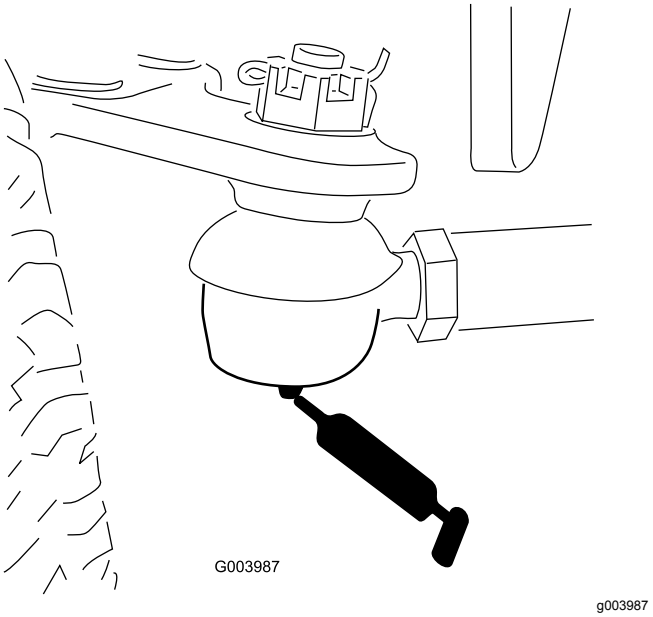

Figur 78
- Bakaxelns dragstång (2) (Figur 78)